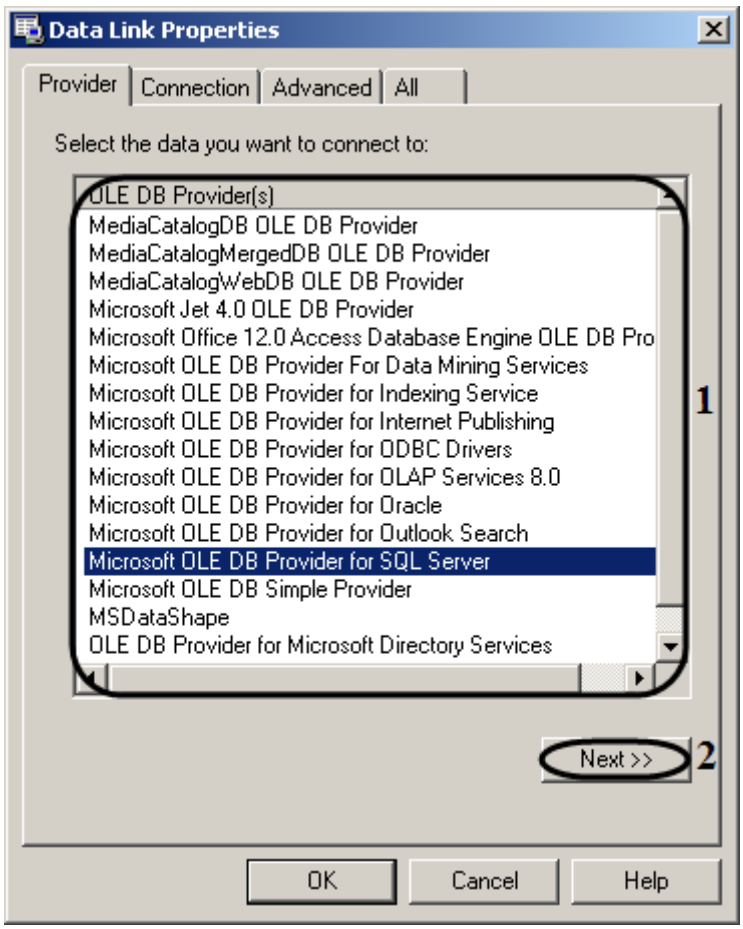

Figure 12.10-10 The "Provider" tab
6. Select the “Microsoft OLE DB Provider for SQL Server” item in the “OLE DB Provider(s)” list (Figure 12.10-10, 1).
7. Click the "Next" button (Figure 12.10-10, 2).